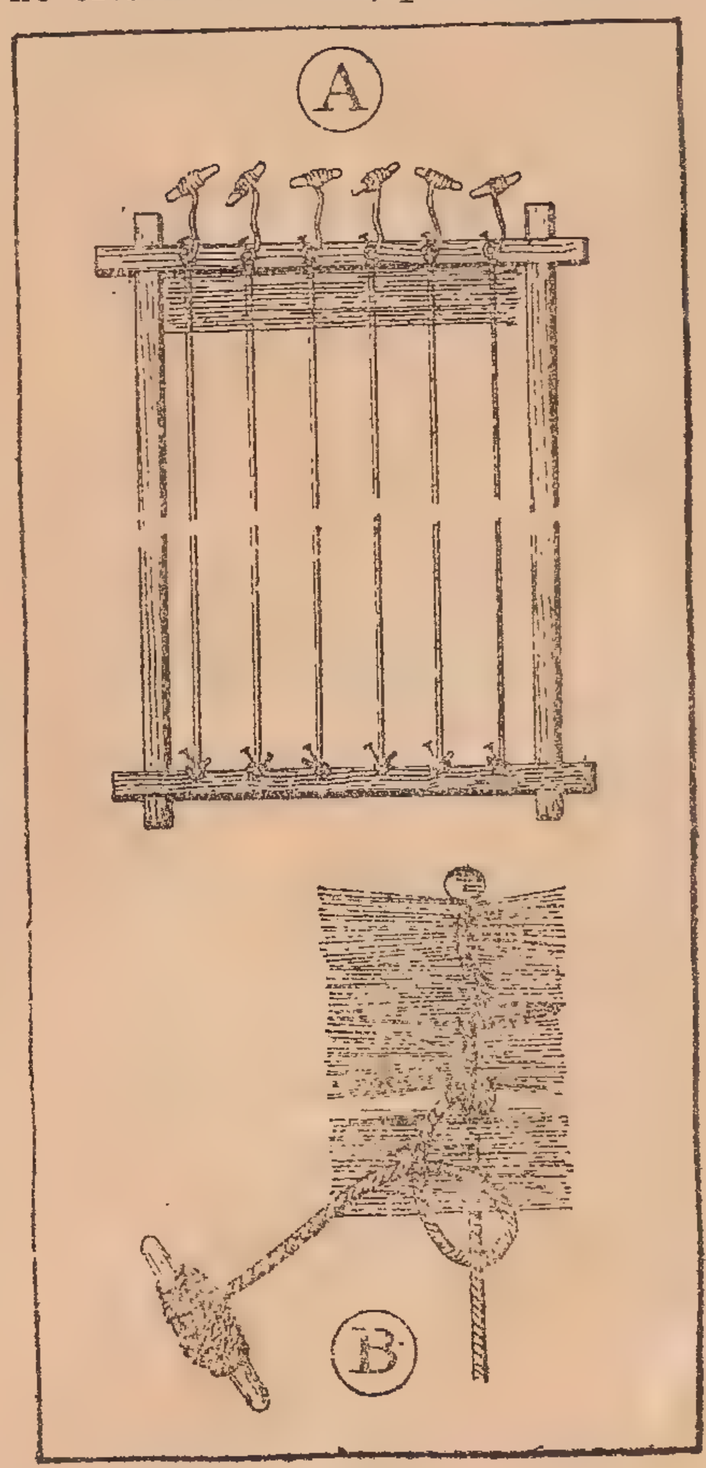

Fig. 2
El primer método consiste en armar un chassis (figura 2), grosero pero sólido (A) hecho de cuatro maderas o tirantes de la longitud y el ancho de los techados que se vayan a construir. Se tiende enseguida una serie de hilos: a, a', a'', etc., paralelos a los lados mayores del cuadro y espaciados unos de otros, de 15 a 20 cms., y de los que cada uno de ellos permanece atado a un ovillo, b, b', b'', etc. Se coloca luego transversalmente a esos hilos, un puñado o manojo de paja bien regular (B) que se ata sobre cada hilo como se indica en B (fig. 2), siendo ese nudo simplemente una media llave.